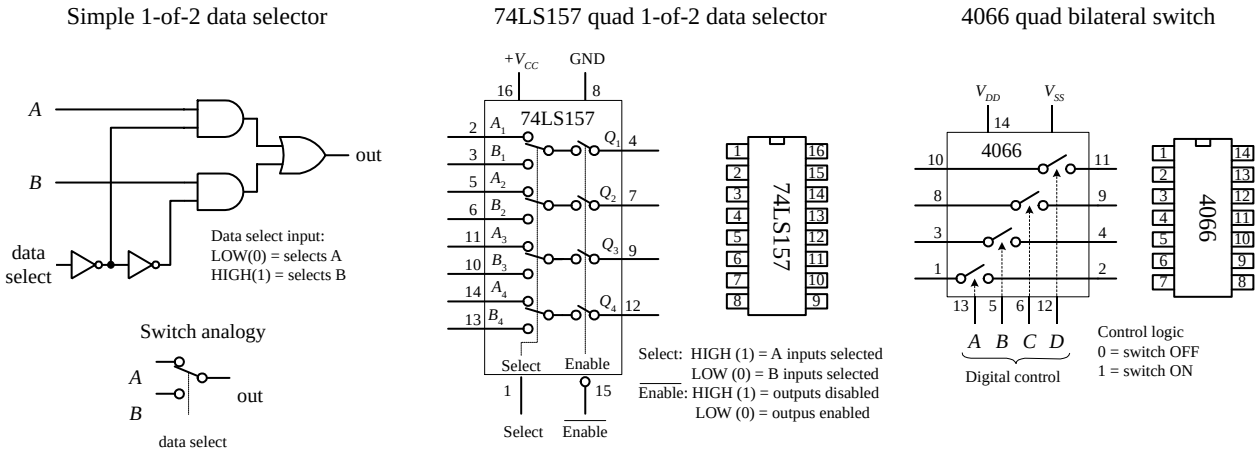

FIGURE 12.32
Multiplexers or data selectors act as digitally controlled switches. (The term *data selector* appears to be the accepted term when the device is designed to act like an SPDT switch, while the term *multiplexer* is used when the throw count of the "switch" exceeds two, e.g., SP8T. I will stick with this convention, although others may not.) A simple 1-of-2 data selector built from logic gates is shown in Fig. 12.32. The data select input of this circuit acts to control which input (*A* or *B*) gets passed to the output: When data select is high, input *A* passes while *B* is blocked. When data select is low, input *B* is passed while *B* is blocked. To understand how this circuit works, think of the AND gates as enable gates.
There are a number of different types of data selectors that come in IC form. For example, the 74LS157 quad 1-of-2 data selector IC, shown in Fig. 12.32, acts like an electrically controlled quad SPDT switch (or if you like, a 4PDT switch). When its select input is set high (1), inputs A_1, A_2, A_3, and A_4 are allowed to pass to outputs Q_1, Q_2, Q_3, and Q_4. When its select input is low (0), inputs B_1, B_2, B_3, and B_4 are allowed to pass to outputs Q_1, Q_2, Q_3, and Q_4. Either of these two conditions, however, ultimately depends on the state of the enable input. When the enable input is low, all data input signals are allowed to pass to the output; however, if the enable is high, the signals are not allowed to pass. This type of enable control is referred to as *active-low* enable, since the active function (passing the data to the output) occurs only with a low-level input voltage. The active-low input is denoted with a bubble (inversion bubble), while the outer label of the active-low input is represented with a line over it. Sometimes people omit the bubble and place a bar over the inner label. Both conventions are used commonly.
Figure 12.33 shows a 4-line-to-1-line multiplexer built with logic gates. This circuit resembles the 2-of-1 data selector shown in Fig. 12.32 but requires an additional select input to provide four address combinations.
Finally, let's take a look at a very useful device called a *bilateral switch.* An example bilateral switch IC is the 4066, shown to the far left in Fig. 12.32. Unlike the multiplexer, this device merely acts as a digitally controlled quad SPST switch or quad transmission gate. Using a digital control input, you select which switches are on and which switches are off. To turn on a given switch, apply a high level to the corresponding switch select input; otherwise, keep the select input low.